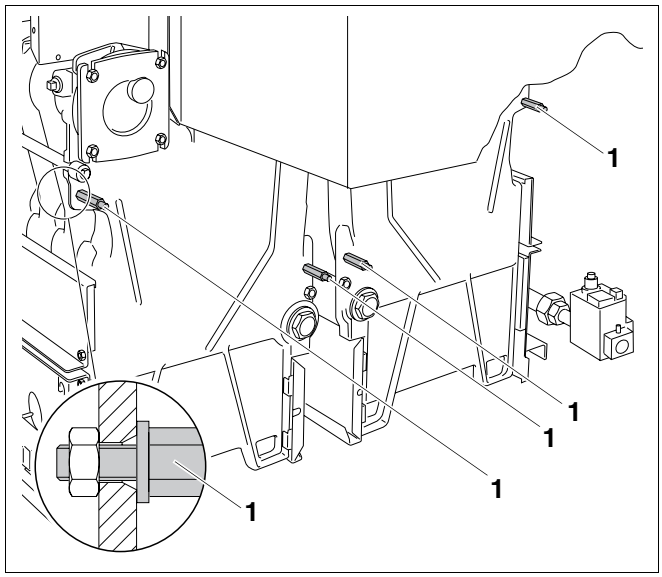
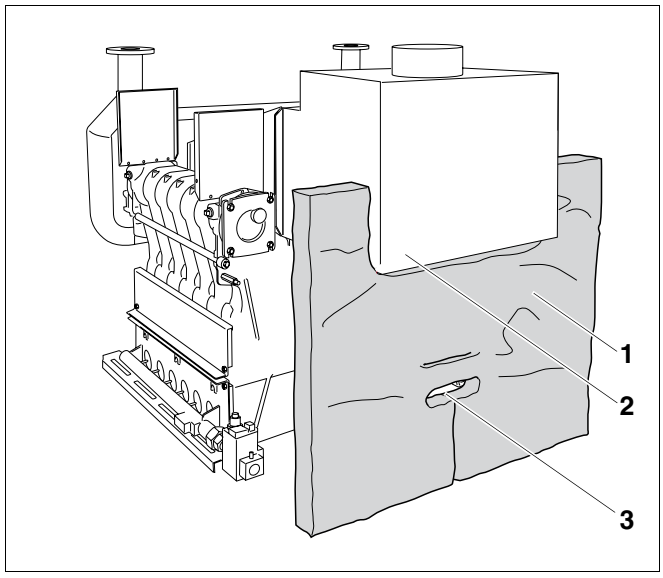

Рис. 45 Установка распорных шпилек
Рис. 46 Прижать теплоизоляцию задней стенки
- Установить четыре распорных шпильки M8 x 75 (рис. 45, **поз. 1**) для крепления задних стенок (гайка с напрессованной шайбой сзади, подкладная шайба спереди).
Для правильного расположения теплоизоляции задней стенки (рис. 46, **поз. 1**) соблюдайте следующее:
– Вырез (рис. 46, **поз. 2**) в теплоизоляции должен быть направлен к коллектору дымовых газов.
– Вывести распорные шпильки (рис. 45, **поз. 1,** стр. 41) через прорези в теплоизоляции (рис. 46, **поз. 1**) так, чтобы они были свободны.
– В нижней прорези (рис. 46, **поз. 3**) должны находиться незакрытыми нижние ступицы котла.
– Светлая сторона теплоизоляции задней стенки (рис. 46, **поз. 1**) должна быть направлена к блоку котла.
- Прижать теплоизоляцию (рис. 46, **поз. 1**) к задней стороне котловых блоков.